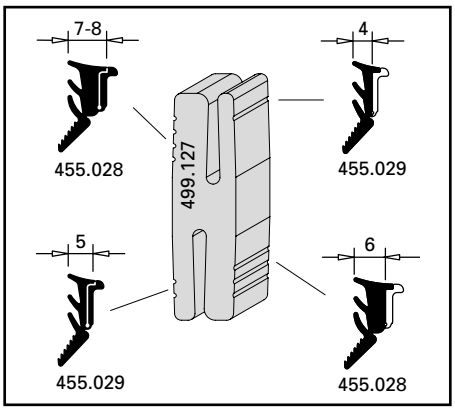

Abb. 23 / Fig. 23 / Fig. 23
- Einbaubreiten der Keildichtungen (siehe Abb. 23)
- Voir les largeurs des joints à bourrer fig. 23
- Refer to fig. 23 for the installation widths of the wedge weatherstrips